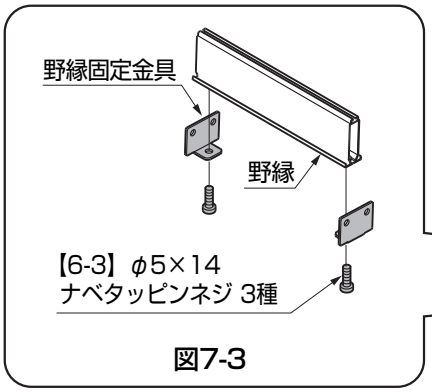

図7-3
①野縁固定金具を野縁に【6-3】で取付けてください。（図7-3参照）